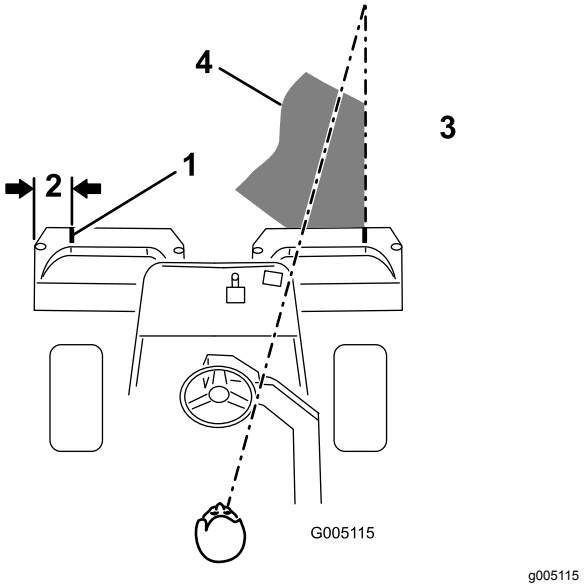
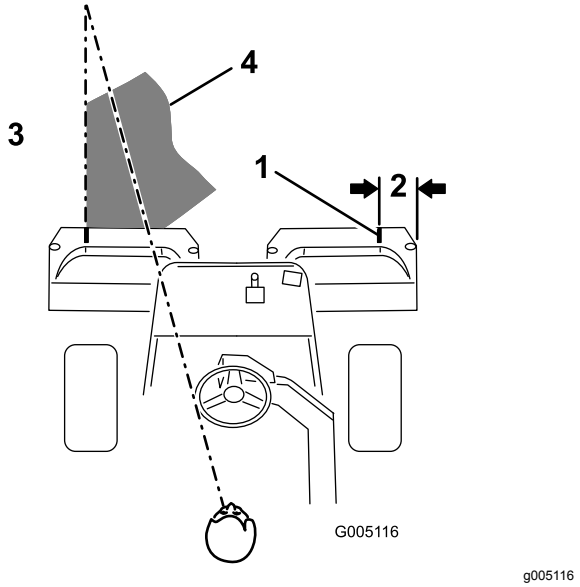

Figur 29
Figur 30
2. Fest en hvit tape eller mal en hvit stripe som løper parallelt med den ytre kanten på hver kurv (Figur 29).
3. Overlapp den forrige retursnarveien minimalt. For at du skal klippe i en rett linje over greenen og holde maskinen på lik avstand fra kanten på den forrige lengden du klippet, må du lage deg en siktelinje på ca. 1,8–3 m fremfor maskinen til kanten på den delen av greenen du ikke har klippet enda (Figur 29 og Figur 30). Noen synes at det hjelper å inkludere den ytre kanten på styrehjulet som en del av siktelinjen, dvs. holde kanten på styrehjulet i en rett linje i forhold til et punkt som alltid har samme avstand til fronten på maskinen (Figur 29 og Figur 30).